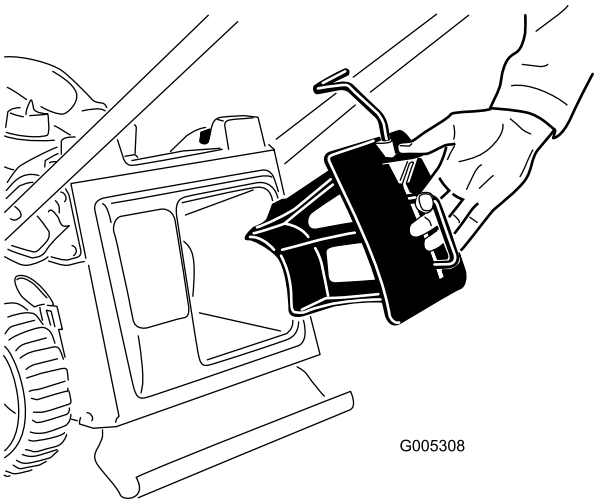

**Figur 8**
1. Indsæt kværndækslet i maskinen, hvis det ikke allerede er monteret (Figur 8).